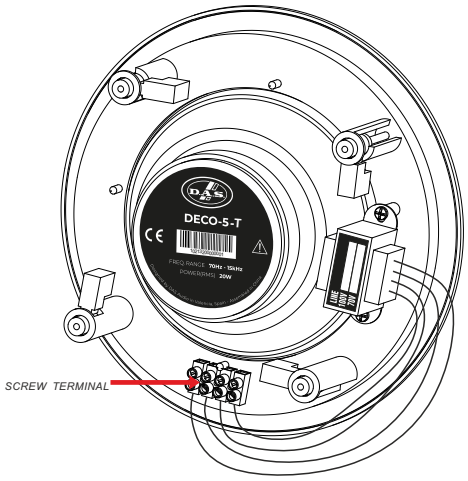

Fig. 10 – DECO-5-T; input power selection terminals
Step 3 – Terminal connection: the speakers terminals are spring loaded. Watch the colour coding for polarity. For connection to transformer models, you will need to select the required input power and connect to the appropriate terminals (see Fig. 10).